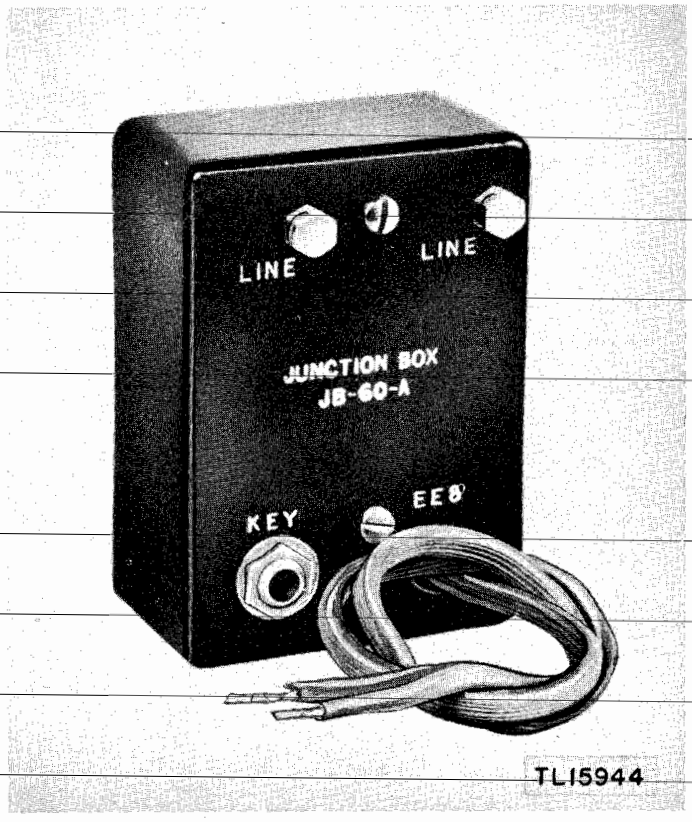
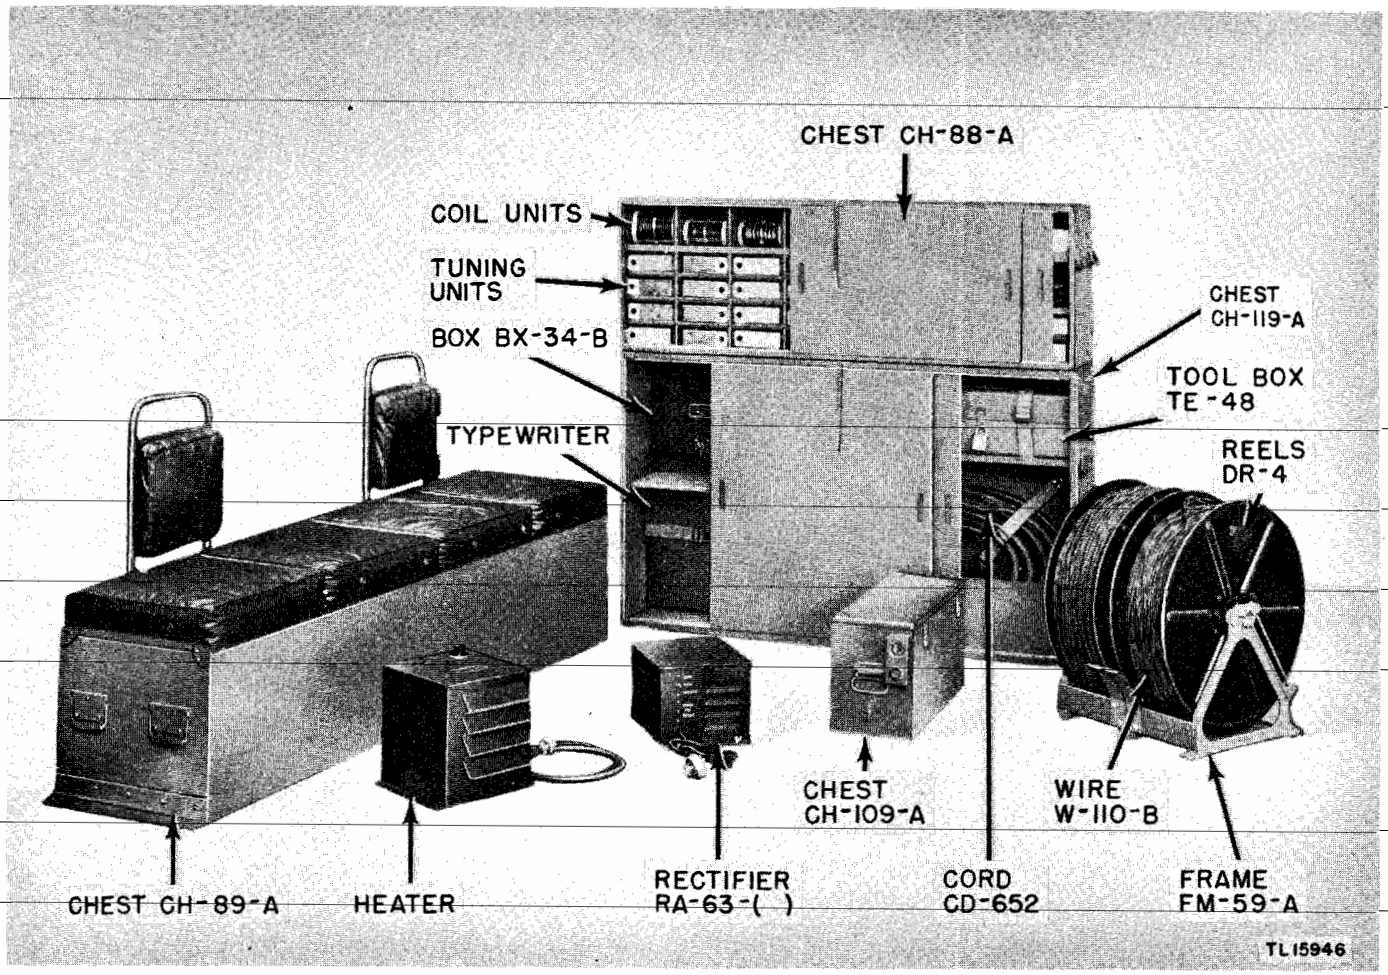

Figure 13. Junction Box JB-60-A.
Figure 17. Accessory components of Radio Sets SCR 399–A and SCR–499–A.
The chest is mounted beside Chest CH-120-A in Shelter HO-17-A (fig. 3) and provides a second operating position. When removed from the shelter and set up in the field, Chest CH-121-A becomes a remote operating position from which the transmitter can be modulated over Telephone EE-8-( ), or keyed with Key J-45, through Junction Box JB-60-A (fig. 13). Chest CH-121-A contains Radio Receiver BC-312-( ), Loudspeaker LS-3, Box BX-19-A containing spare parts, and other accessories. A set of field legs is also supplied for this chest. The lower front cover of Chest CH-121-A opens to form a desk top. The total weight of the chest, including legs and full complement, is 157 pounds.
21. Rectifier RA-63-(*) (fig. 17)
a. When connected as directed in section IV, chapter 2, the remote control equipment provides for remote keying and voice modulation of Radio Transmitter BC–610–( ), reception with Radio Receiver BC–312–( ), and communication with the operator at the radio station. The remote operating position may be as much as 1 mile from the set. When receiving and transmitting from a remote position, switching of the remote telephone circuit from transmit to receive must be accomplished at the radio set. Remote keying of c-w transmissions may be effected at the remote position; reception is then provided by using Radio Receiver BC–312–( ), Cord CD–690, and the 12-volt battery (in Chest CH–109–A) at the remote point. (See fig. 13.)
(1) Two Telephones EE–8–( ), one in Chest CH–120–A and one in Chest CH–121–A.
(2) Junction Box JB–60–A, stowed in Chest CH–121–A.
(3) Key J–45, stowed in Chest CH–121–A.
(4) Two Reels DR–4, mounted in Frame FM–59–A. (See fig. 17.)
(5) Wire W–110–B, approximately ½ mile on each Reel DR–4.
(6) Axle RL–27–B, stowed in Chest CH–89–A.